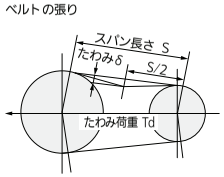

図5
- 数日運転を行ってから、ファンベルトの張り具合を見てください。また1か月に1回を目安にファンベルトの張り具合を確認してください。ファンベルトには適正な張り具合が必要です。(図5)
- 図5に示すスパン長さの中央にたわみ荷重Td(N)を垂直にかけ、たわみδ(mm)が右表に示す値となるようベルトの張りを調整してください。